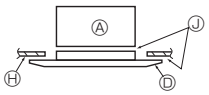

Fig. 9-6
9.4.2. Installazione temporanea della griglia (Fig. 9-6)
- Serrando le viti preinstallate, fissare la griglia all'unità principale. (Fig. 9-6)
Assicurarsi che non vi sia alcuno spazio vuoto tra l'unità principale e la griglia o tra la griglia e la superficie del soffitto. (Fig. 9-6)